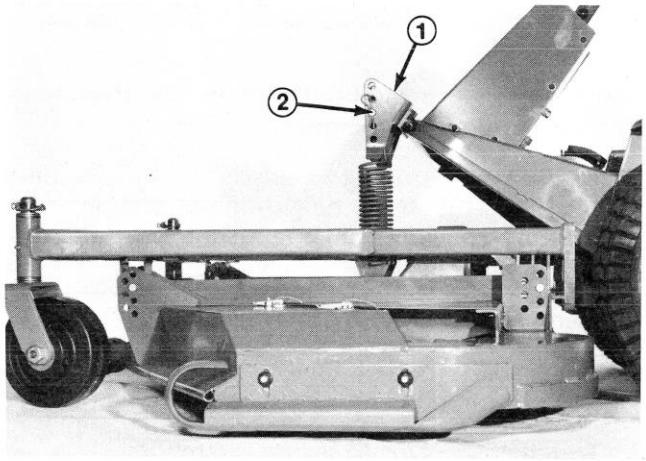

Figure 19
1. Leave the springs in the center bracket hole and operate the mower in the area it will normally be used (Fig. 19).
3. Adjust operating spring tension of each spring, by lowering the clevis pin one hole lower in the bracket (Fig. 19).
4. Check the unit's performance in the turf. If the unit still raises, stop machine and repeat item 2 and 3. Repeat until unit operates satisfactorily. If cutting unit operates satisfactorily, continue normal operation.
5. If the cutting unit stays down and appears to operate acceptably during the initial operating check, it is still advisable to stop, engage parking brake, be sure traction pedal is in neutral, raise the cutting unit, stop the engine and raise the clevis pin one hole to increase spring tension (Fig. 19).
6. Check performance in the turf. If the unit still stays down on the turf, repeat item 5. Repeat until unit raises during operation, then decrease spring tension by lowering the clevis pin one hole in the bracket (Fig. 19).